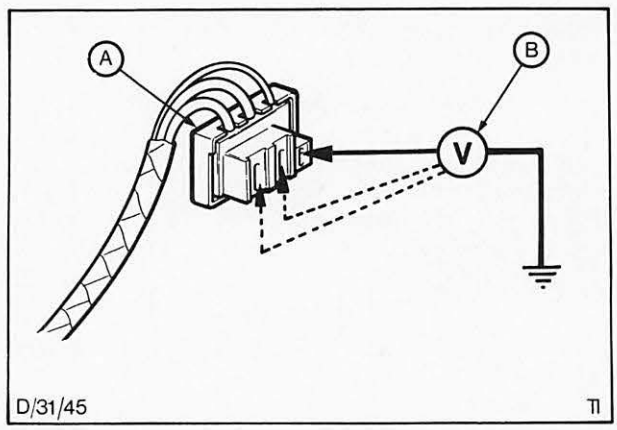

Abb. 11 Kabel – Ladestromkreis auf Durchgang prüfen
4. Ladestromkreis – Kabel auf Durchgang prüfen. Abb. 11.
Mehrfachstecker (Ausgangsstrom) von der Lichtmaschine abziehen. Zündung einschalten. Voltmeter (Anzeigebereich 0–20 Volt), B in Abb. 11, an Masse und jeder Klemme im Mehrfachstecker, A in Abb. 11, nacheinander anschließen. Der Voltmeter sollte jedesmal die ungefähre Batteriespannung anzeigen. Keine Anzeige am Voltmeter bedeutet einen unterbrochenen Stromkreis.